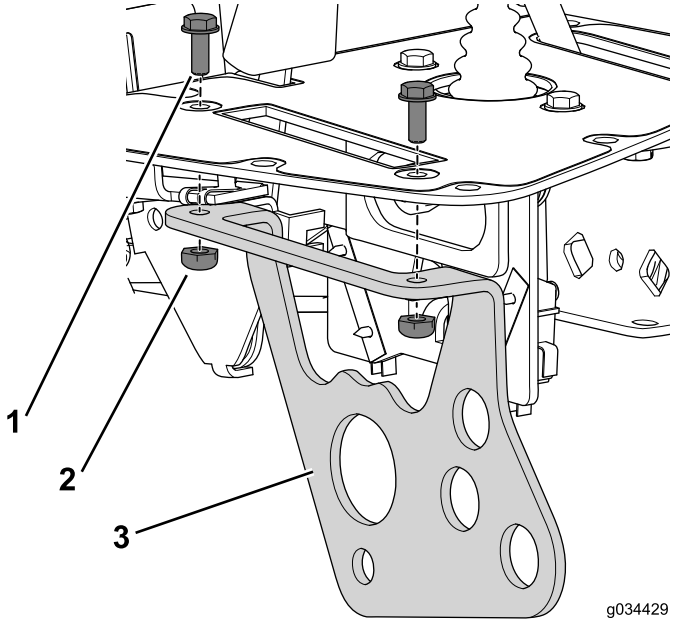

Figure 21
1. Fixez le support du levier de fonction sur la console à l'aide du boulon (n° 10 x 1/2 po) (Figure 21).